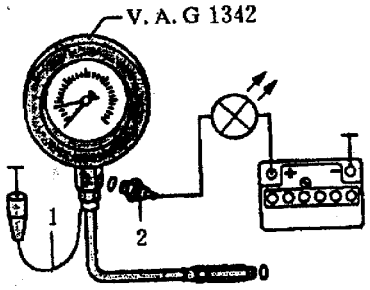

图 1－75
(3) 检查机油压力　断开机油压力开关连接导线。拧下机油压力开关，并拧上机油压力测试仪 V.A.G1342（见图 1－75）。将机油压力开关拧到 V.A.G1342 上。